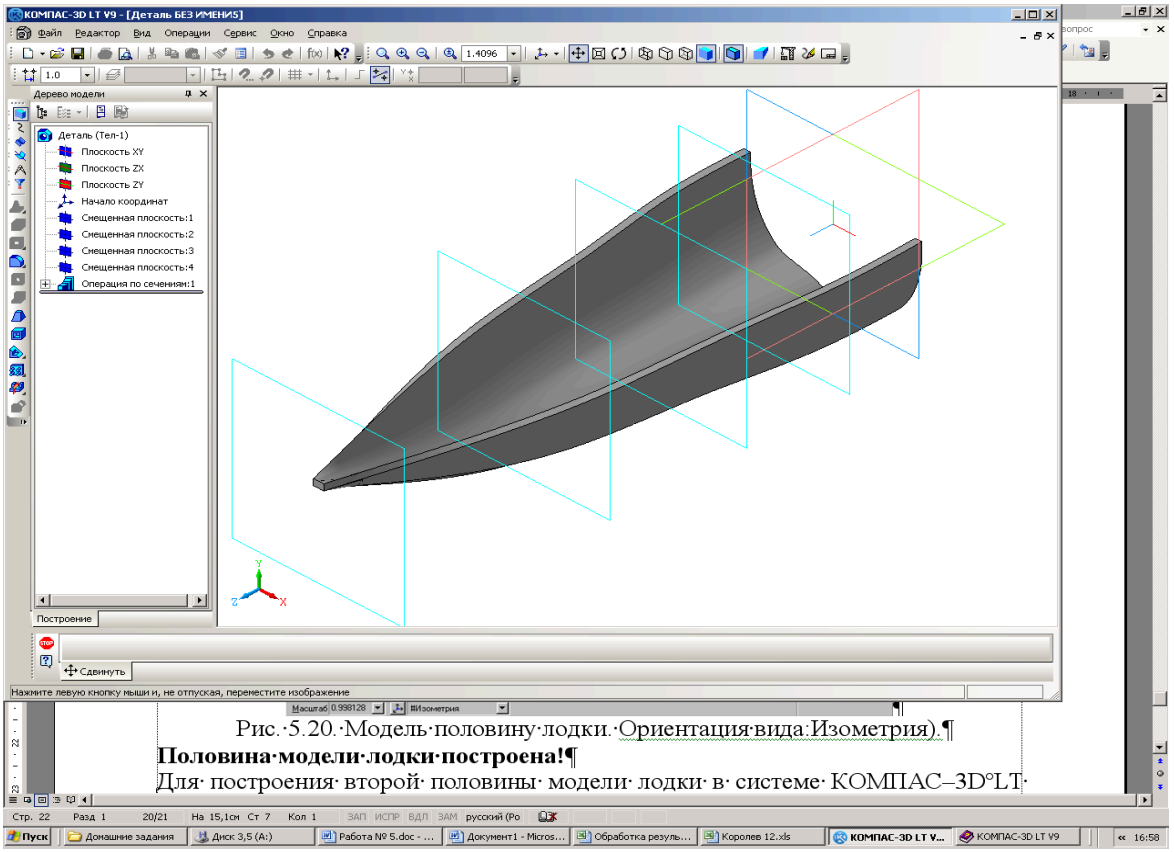

Рис. 5.28. Модель половины лодки.
6.7. Примените к эскизам сечений операцию **По сечениям** (рис. 5.28). Параметры операции: